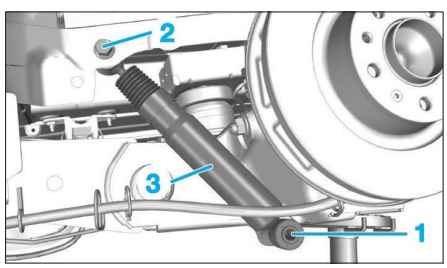

**Fig. 24**
- la vis de fixation inférieure (1) **(Fig.24)**,